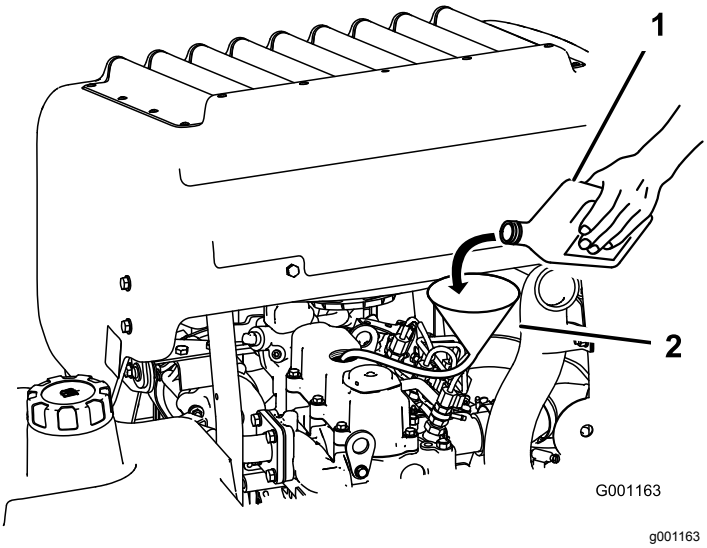

**Figuur 69**
3. Gebruik een slang en een trechter om olie in de motor te gieten (Figuur 69).